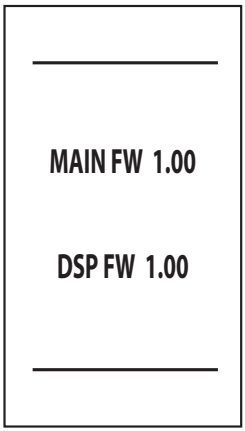

fig. 7 - Accensione / Versione software
- Durante i primi 5 secondi il display visualizza la versione software della scheda e del display (fig. 7).